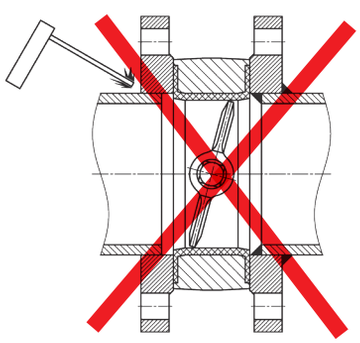

Рис. 4
4. Извлечь затвор из межфланцевого пространства. **Внимание:** категорически запрещается производить приварку фланцев к трубопроводу, когда затвор посажен между фланцами, т.к. могут иметь место повреждения уплотнительных поверхностей вкладыша. (Рис. 4)